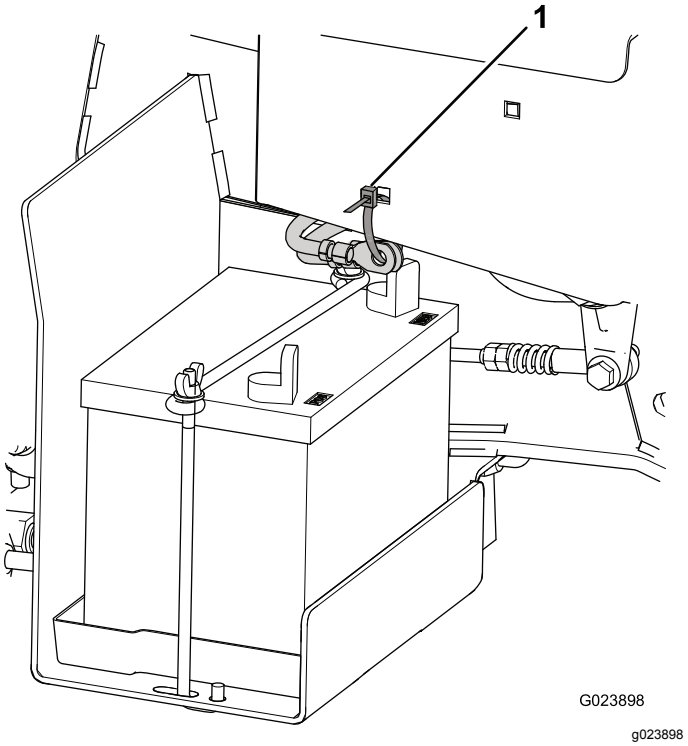

Рисунок 4
1. Отрежьте и удалите в отходы кабельную стяжку, которая крепит кабели аккумуляторной батареи к раме (Рисунок 4).